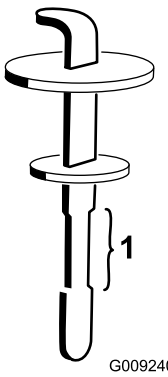

Bild 128
5. Entfernen Sie den Peilstab aus dem Füllstutzen und wischen ihn mit einem sauberen Lappen ab. Stecken Sie den Peilstab in den Einfüllstutzen und ziehen ihn dann heraus, um den Ölstand zu prüfen (Bild 128).